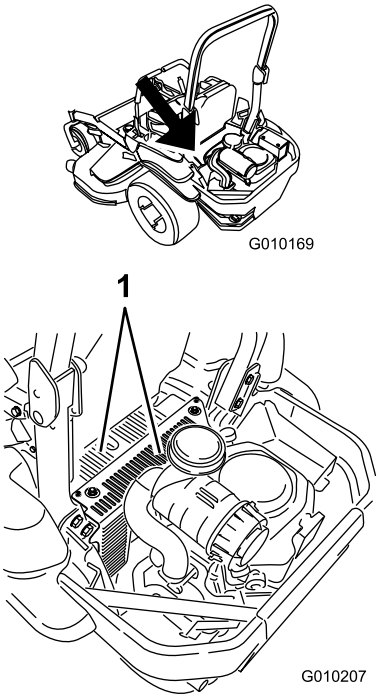

Figur 69
5. Ta bort skräp och gräs från hydraulenhetens höljen (Figur 69).